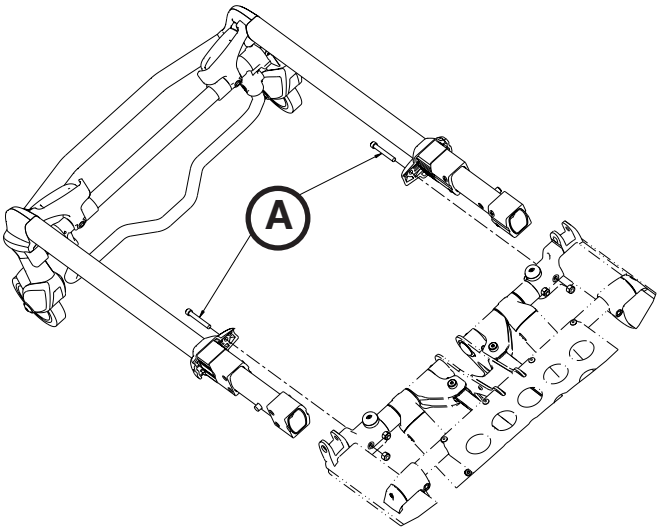

Figura 73
2. Con una chiave combinata da 7/16" e una chiave esagonale da 3/16", rimuovere le due viti (A) che fissano i cuscinetti di chiusura alla staffa di interfaccia del piano rete del carrello (uno su ciascun lato) (Figura 73).